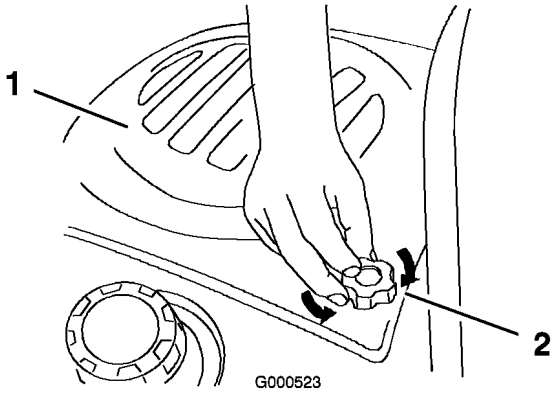

Figure 17
1. Pour déposer le capot, desserrez les boutons, tirez le capot en arrière puis soulevez-le (Figure 17).
3. Serrez les boutons dans le capot du moteur (Figure 17).